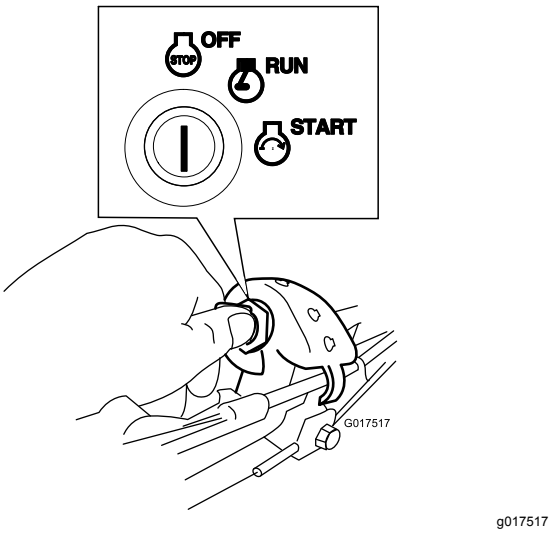

Figuur 21
1. Draai het contactsleuteltje op UIT (Figuur 21).